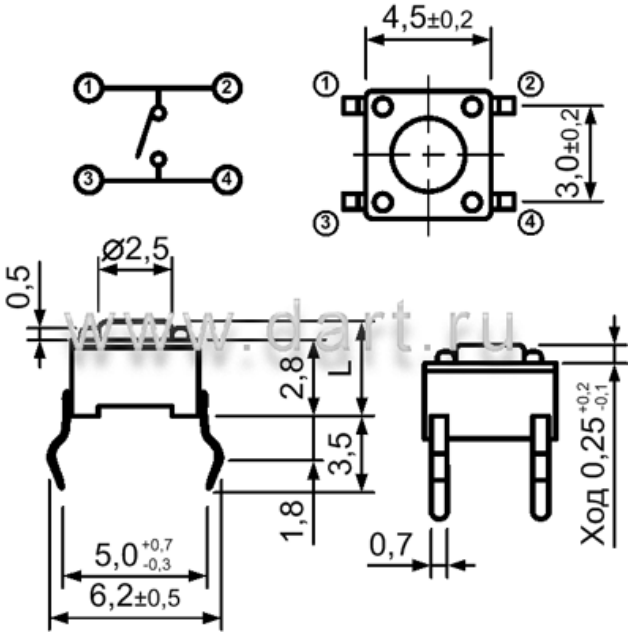

Рис. 1: Чертёж детали (монтируемая кнопка без фиксации)
1. Создать 3D-модель детали по чертежу (рис. 1);